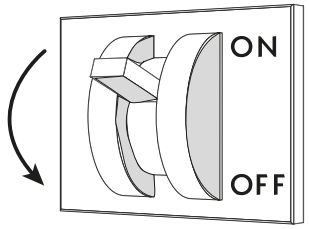

Fig. 18
- Desconectar la alimentación eléctrica del mueble mediante el interruptor seccionador general instalado en la pared ("Fig. 18").